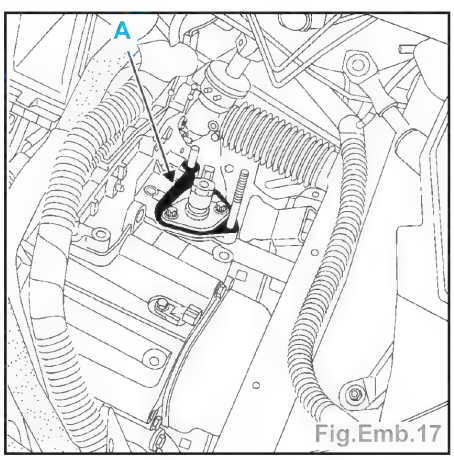

Fig.Emb.17
- Reposer le groupe électrohydraulique sur la boîte en veillant au bon maintien du joint (A) (Fig.Emb.17).
- Reposer le module actionneur sur la boîte en veillant au bon maintien du nouveau joint (A) (Fig.Emb.17).